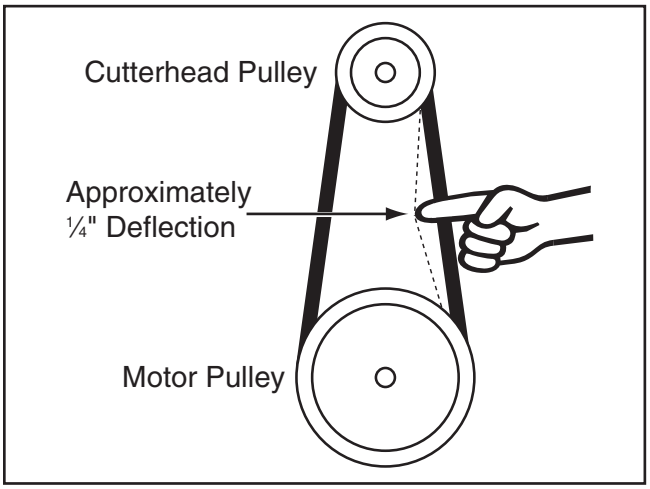

Figure 75. Checking belt tension.
5. Press belt with moderate pressure in center to check belt tension. Belt is correctly tensioned when there is approximately ¼" deflection when pushed, as shown in **Figure 75**.